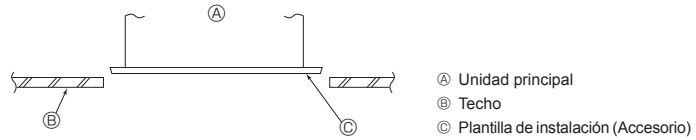

Fig. 4-7
4.6. Confirmar la posición de la unidad principal y apretar los tornillos de suspensión (Fig. 4-7)